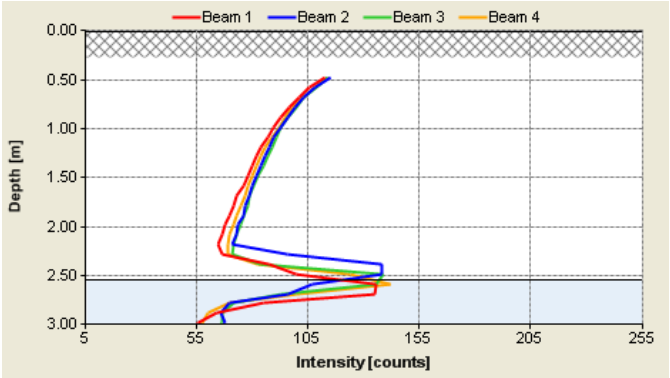

Figure 21 -Example of Intensity Profile in SxS Pro without beam obstructions
- profile plots for beam blockage(see figure 21).